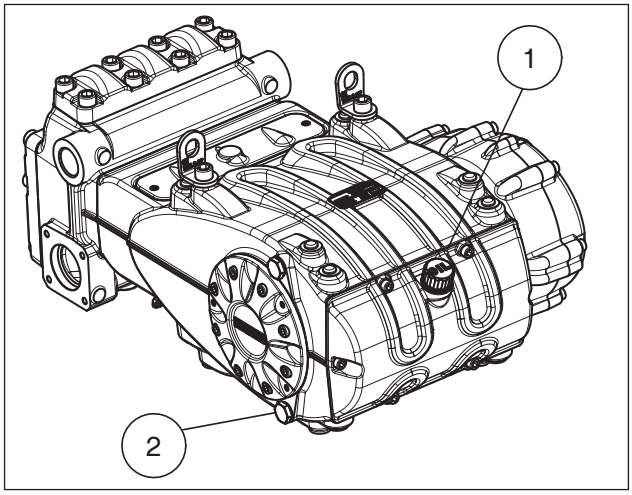

Fig. 3
Check the oil level via the plug with the oil dipstick that has minimum and maximum marks ①, Fig. 3. Top up to restore the level if necessary.
The oil should be changed with the pump at working temperature by removing the plug pos. ②, Fig. 3.
Use a temperature probe to be inserted into the oil drain plug pos. ② Fig. 3. See the "ATEX EXPLOSION PROTECTION" manual.